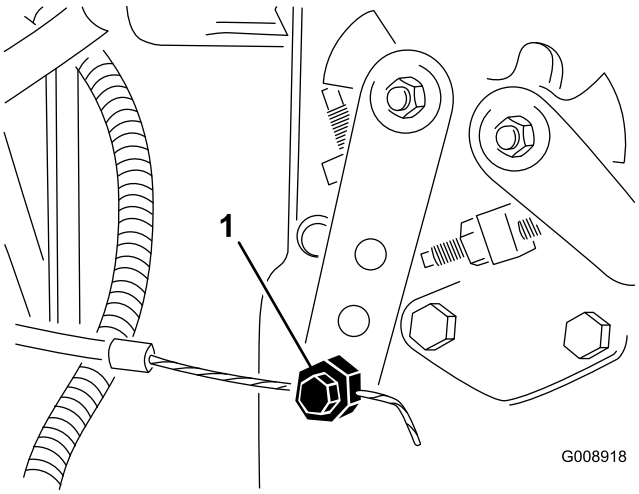

Figur 74
2. Løsn gaskabelforbindelsesdelen på indsprøjtningspumpens løftearm (Figur 74).